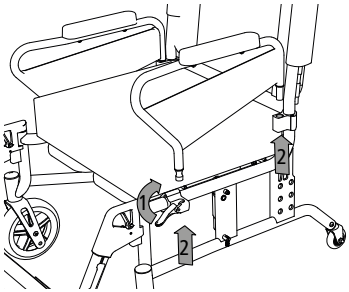

afb. 24
1. Open hiervoor de vergrendelingshendel van de voorste klem (1, afb. 24) door deze naar boven te drukken.
2. Het zijpaneel is nu ontgrendeld en kan naar boven worden weggenomen (2, afb. 24).